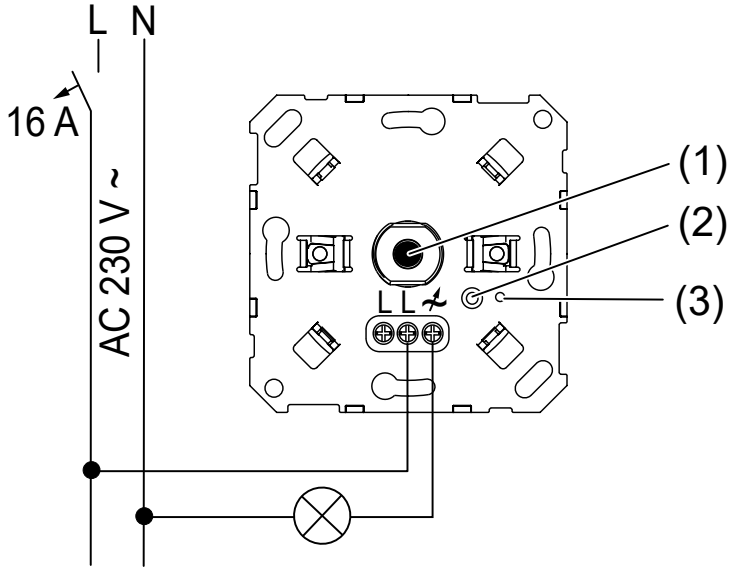

rysunek 1: Schemat połączeń
(1) Oś obrotowa
(2) Przycisk Prog.
(3) Dioda LED informująca o stanie
(4) Przełącznik wielokierunkowy
- Podłączyć ściemniacz zgodnie ze schematem połączeń (Patrz rysunek 1).